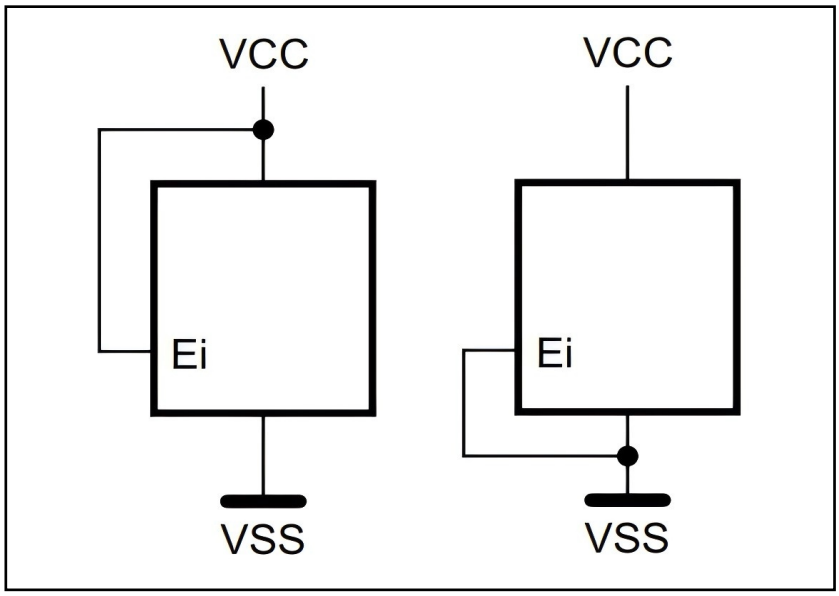

Figure 2. Chip enable inputs connection
Chip Enable (E2): This input signal is used to set the value that is to be looked for on the bit b3 of the 7-bit device select code. This input must be tied to V_{CC} or V_{SS}, to establish the device select code as shown in Figure 2. When not connected (left floating), this input is read as low (0).